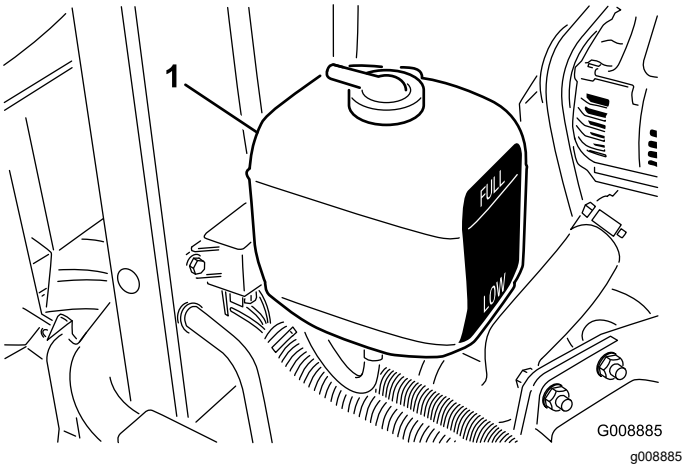

Figure 31
2. Vérifiez le niveau de liquide de refroidissement dans le vase d'expansion (Figure 31). Quand le moteur est froid, le niveau du liquide de refroidissement doit se situer à peu près entre les deux repères qui figurent sur le côté du réservoir.